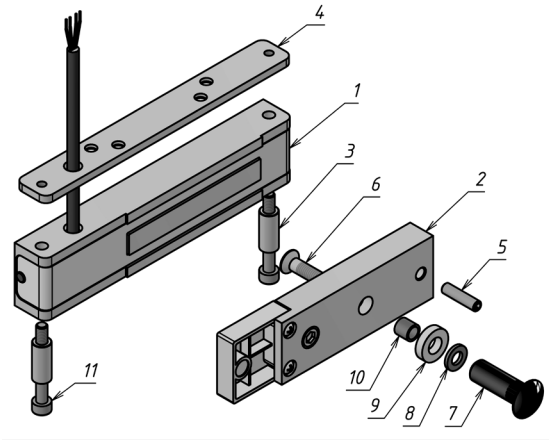

Рисунок 1 – Комплект поставки замка
3.1 Комплект поставки (рисунок 1):
- корпус (1)……- 1 шт.
- якорь (2)……- 1 шт.
- втулка (3)……- 2 шт.
- планка резьбовая 150Р (4)……- 1 шт.
- комплект крепления якоря: штифт (5), винт М6х35 (6), втулка (7), шайба (8), кольцо уплотнительное (9), втулка проходная (10);
- винт М5х40 (11)……- 2 шт.
4.2 Корпус (поз.1 рисунок 1) крепится в верхней части дверной коробки на предварительно установленную планку резьбовую 150Р (поз.4) на максимальном удалении от петель двери. Крепление корпуса к дверной коробке возможно с помощью Уголка 150Р, Планки 150Р и комплекта МК 150-200-KU, приобретаемых дополнительно.